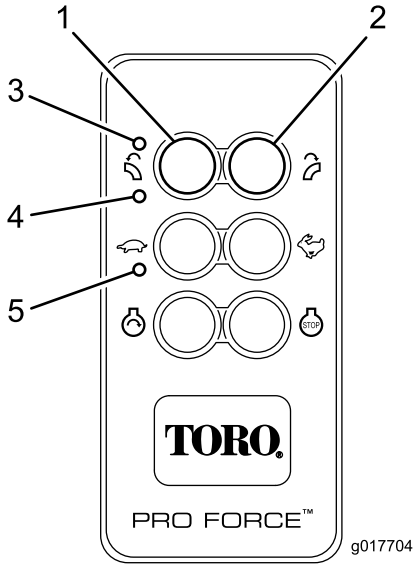

Figur 15
Fjärrkontrollen aktiveras (startar) när du trycker på någon av knapparna. Blinkande TX- och RX-lampor innebär att fjärrkontrollen är aktiv och står i kontakt med basenheten. För att förlänga batteriets livslängd är fjärrkontrollen bara aktiv i cirka tre (3) sekunder innan den automatiskt stängs av, såvida du inte trycker på någon knapp under de tre sekunderna. När tiden rinner ut och enheten stängs av slocknar alla lampor på fjärrkontrollen (Figur 15). Du kan aktivera fjärrkontrollen igen genom att trycka på någon av knapparna.